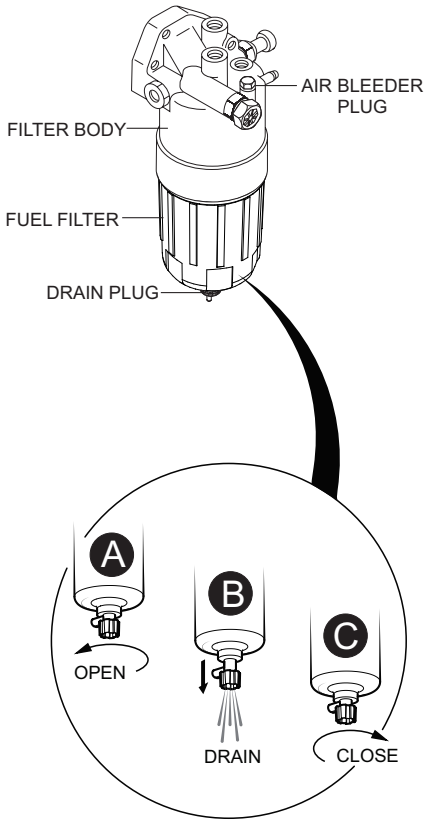

Figure 63. Draining The Fuel Filter
1. Loosen the **air bleeder plug** (Figure 63) on the fuel filter body.
2. To discharge the fuel inside the fuel filter cartridge, open the **drain valve** on the fuel filter by turning the knob **counterclockwise** (Figure 63**A**) approximately 3-1/2 turns until the valve drops down 1 inch (25.4 mm) and draining occurs (Figure 63**B**).
4. At completion of draining, close the drain valve (Figure 63**C**).